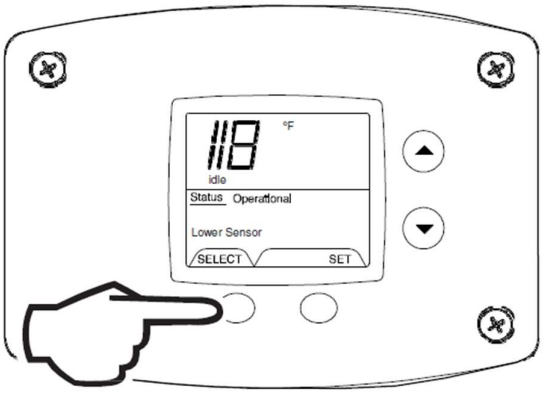

Fig. 53
3. For water heaters using two temperature sensors, pressing the ‘Select’ button again displays the Lower Sensor temperature reading. ‘Lower Sensor’ will be displayed in the lower left side of the status window of the water heater display (Fig. 53).